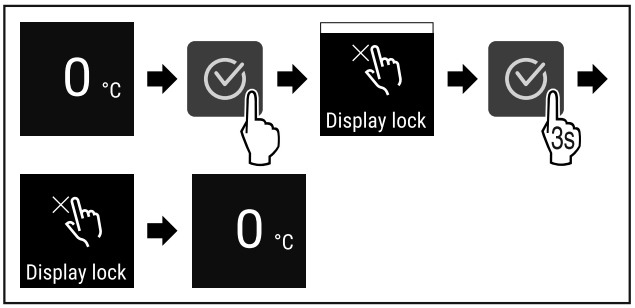

Fig. 78
▶ Ejecutar los pasos (consulte Fig. 78) .